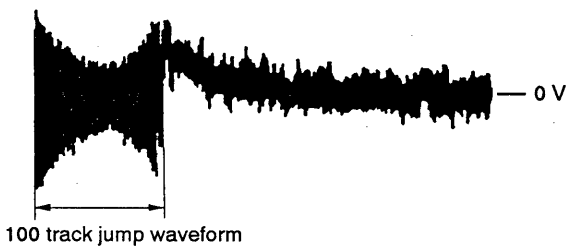

Fig. 3
7. Press ▶▶I or I◀◀ key and observe the 100 track jump waveform. Check that no traverse waveform appears for both ▶▶I and I◀◀ directions. (See Figures 3 and 4.) It is acceptable if the traverse waveform appears only now and then, but if it appears constantly, raise tracking gain slightly and check step 7 again.